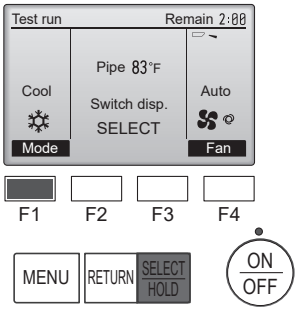

Fig. 7-3
① Pulse el botón [F1] para cambiar el modo de funcionamiento. (Fig. 7-3)